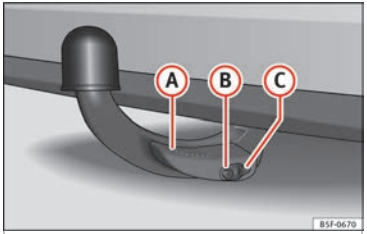

Fig. 229 Detachable ball properly attached.
- Lever (A) ››› Fig. 229 is fully raised.
- The release bolt (B) ››› Fig. 229 is sticking fully out (the red and green part is visible).
- Cover (C) ››› Fig. 229 is placed over the lock.